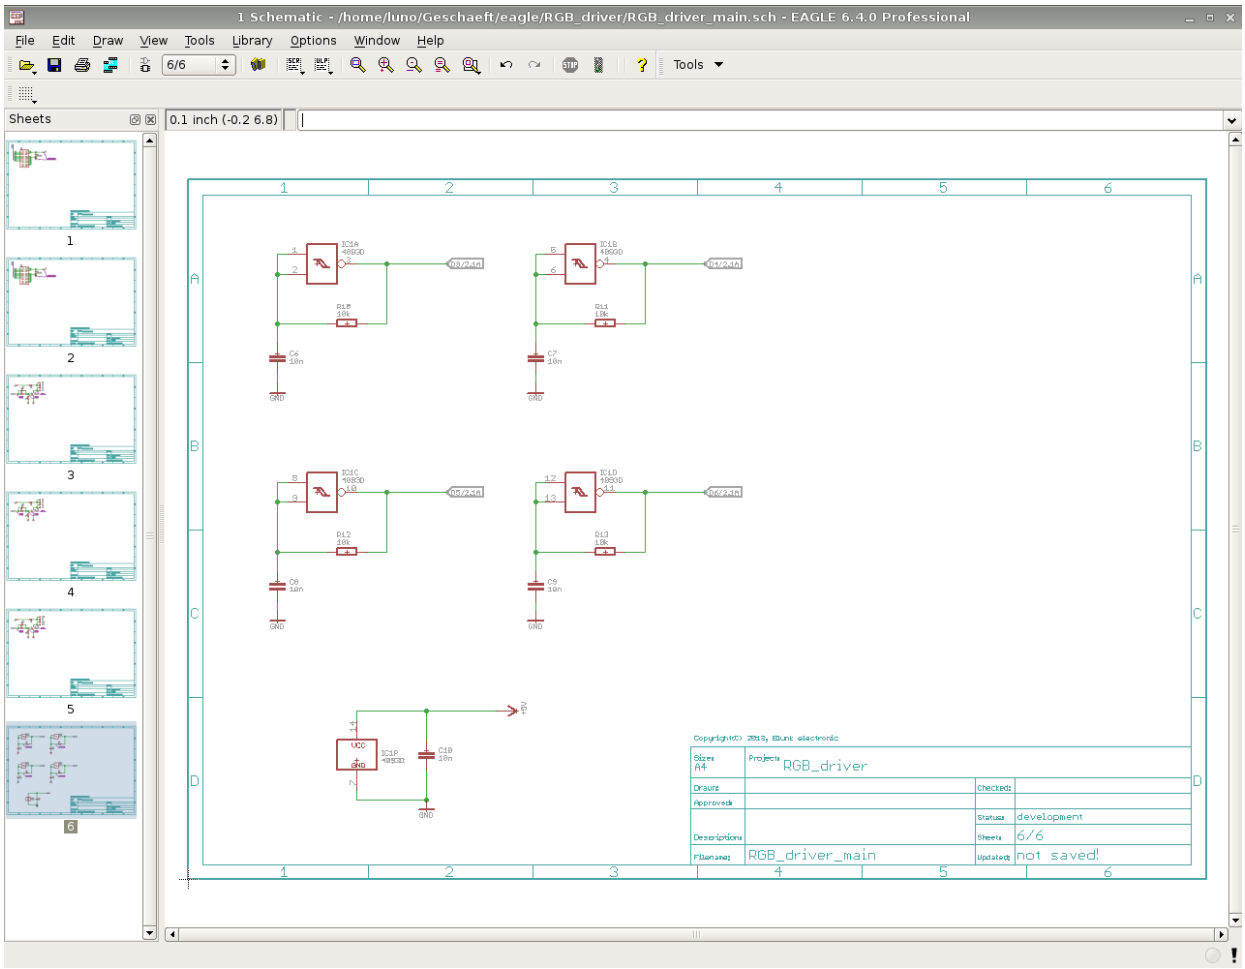

Figure 25: oscillator sub module imported
3) Upon click on OK the schematic of the main module gets extended by a sixth sheet holding the "oscillators" sub module (Figure 25).